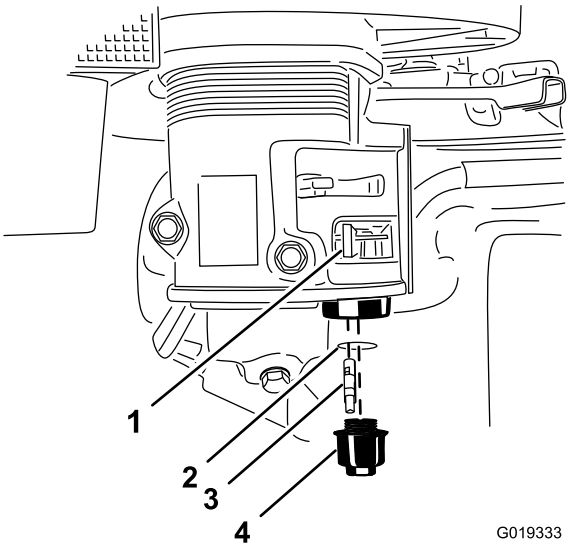

Figura 63
3. Mueva la palanca de la válvula de combustible a la posición de Cerrado, totalmente hacia la izquierda (Figura 63).
4. Desenrosque la taza de sedimentos (Figura 63).
5. Retire el filtro de combustible y la junta tórica (Figura 63).
8. Instale el filtro de combustible en la parte inferior del carburador (Figura 63).